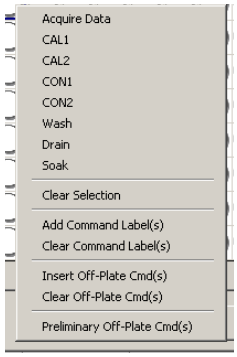

Figure 5-38. Plate Layout Tab Command Menu
10. Select plate commands. Right-click over the selected wells to display the Command menu. See Figure 5-38. Select the desired command. The associated command symbol appears in the designated plate well. To make a correction, select the wells (selected wells are outlined in blue), right-click over the selected wells to display the Command menu, and then click **Clear Selection** from the list. Table 5-10 (following) lists Plate Layout selection shortcuts.